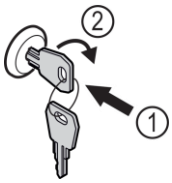

Fig. 45
- ▶ Schlüssel hineindrücken *Fig. 45 (1)*.
- ▶ Schlüssel um 90° im Uhrzeigersinn drehen *Fig. 45 (2)*.